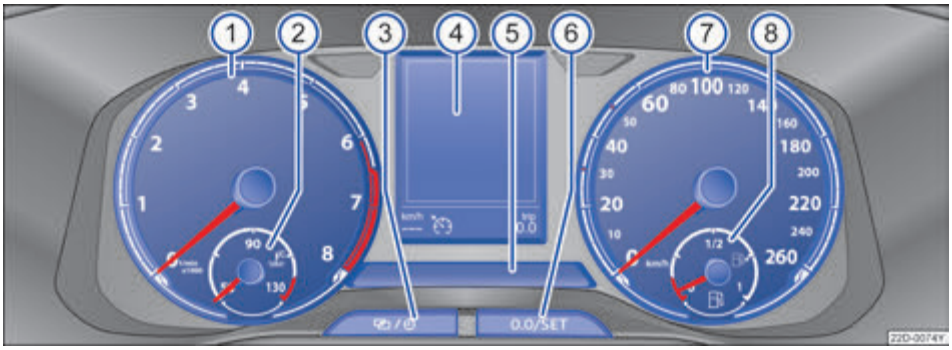
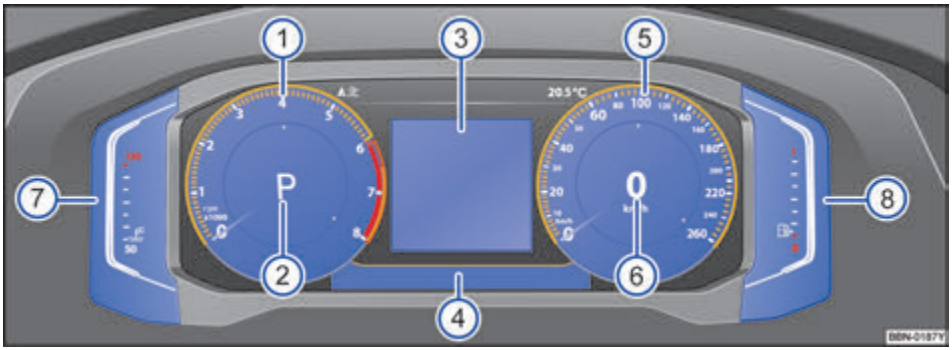

图 10 多功能组合仪表
图 11 数字组合仪表
关于多功能组合仪表的解释 →图 10：
关于数字组合仪表的解释 →图 11
视汽车装备而定，在显示屏→图 10 ④ 或→图 11 ③中可以显示不同的信息：